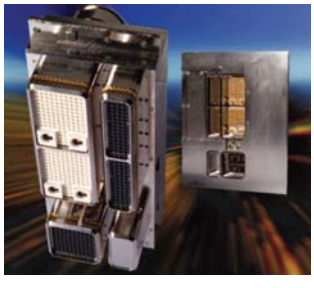

Рис. 7. Соединители Arinc H6
– разъемы, соответствующие требованиям стандарта ARINC. Продукты этой категории обеспечивают решения с широким диапазоном возможностей по конфигурированию соединений в соответствии с требованиями спецификаций стандарта ARINC 404/600/700/628 и военных стандартов (рис. 7).